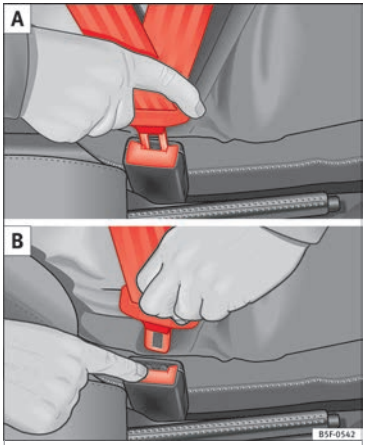

Fig. 9 Positioning and removing the seat belt buckle.
- Insert the latch plate into the buckle for the appropriate seat and push it down until it is securely locked with an audible click ››› **Fig. 9 A**.
- Press the red button on the belt buckle ››› **Fig. 9 B**. The latch plate is released and springs out ››› ⚠.